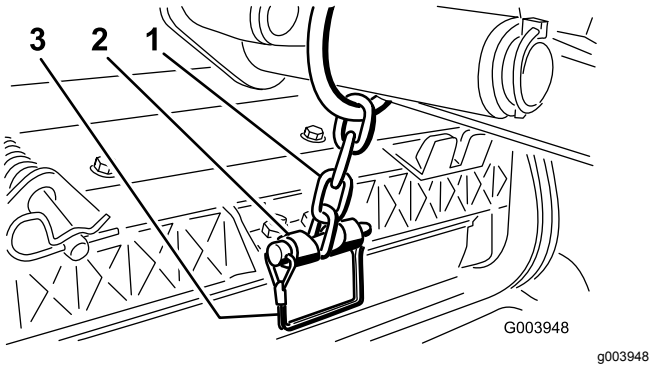

Figuur 13
12. Bevestig de ketting van de hefarm aan de kettingbeugel met de borgpen (Figuur 13).